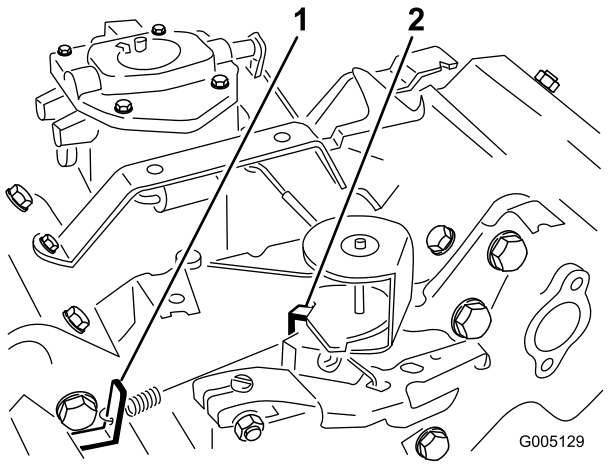

Figura 48
3. Doble la pestaña de anclaje del muelle de regulación del ralentí (Figura 48) hasta obtener una velocidad de ralentí de 1650 ± 100 rpm. Compruebe la velocidad con un tacómetro.
5. Mueva el control del acelerador a la posición Rápido. Doble la pestaña de anclaje del muelle de alta velocidad (Figura 48) hasta obtener una velocidad alta de 2850±50 rpm.